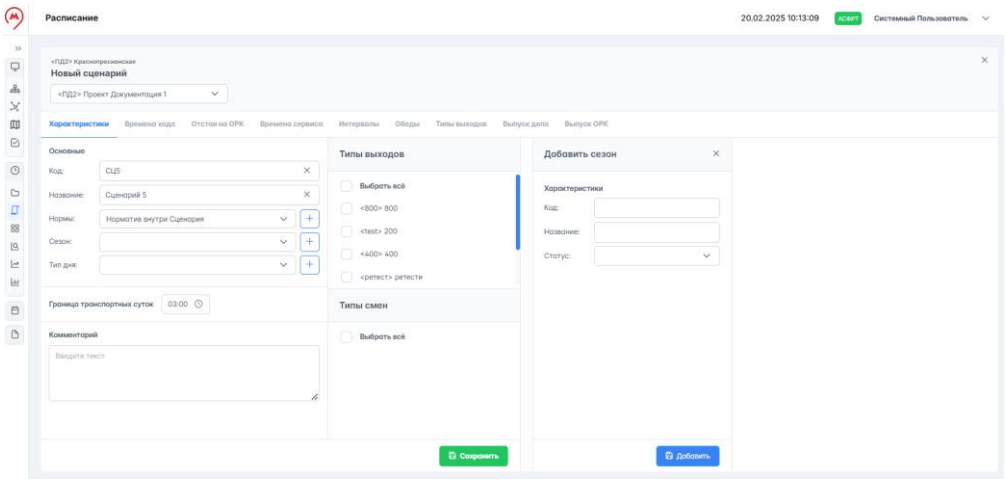

Рисунок 154 – Добавление типа сезона при создании сценария
6. Заполнить поле "Сезон" – выбрать из доступного списка тип сезона. Доступный список формируется из типов сезонов, добавленных на вкладке "Сезоны и типы дней" страницы "Нормативы"(см. п. 4.5.4.1). Список типов сезонов открывается при нажатии на ⌄ в поле "Сезон". Если нужного типа нет в списке, то его можно добавить, нажав на +, после этого в правой части страницы отобразится окно "Добавить сезон" (рисунок 154). Поля данного окна заполняются согласно правилам, описанным в п. 4.5.4.1. После этого необходимо нажать на кнопку Добавить, новый тип сезона будет добавлен в систему и выбран в поле "Сезон".